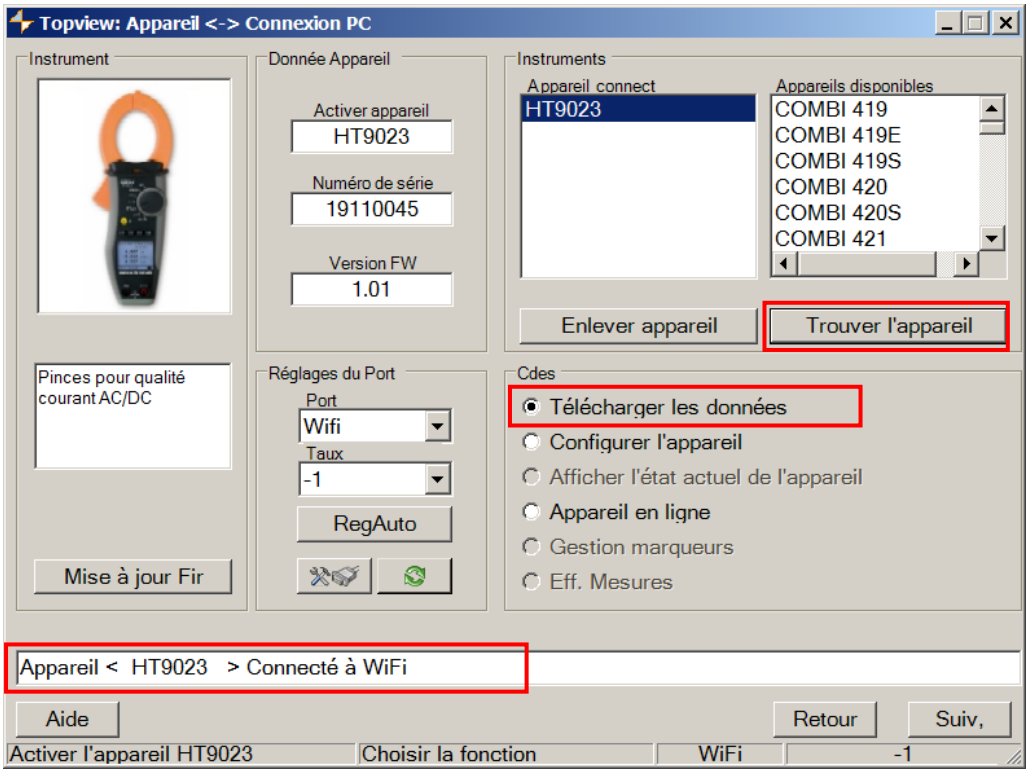

Fig. 16: Reconnaissance de l'instrument sur software TopView
6. Lancez le logiciel TopView, ouvrez la section "**Appareil-Connexion PC**", exécutez la commande "Trouver l'appareil" et vérifiez la reconnaissance (voir Fig. 16)